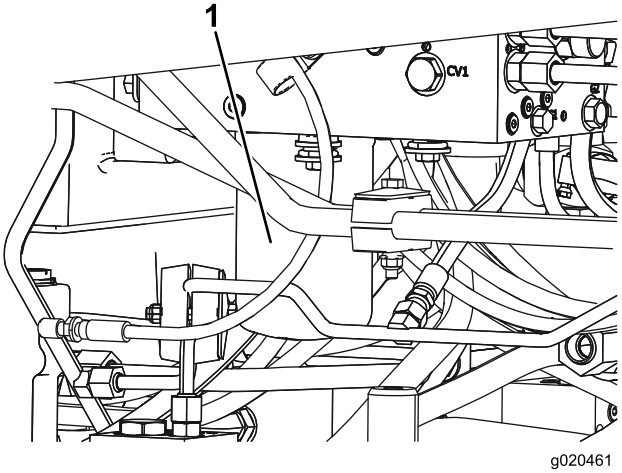

Рисунок 73
5. Повторите эту процедуру для другого фильтра (Рисунок 73).